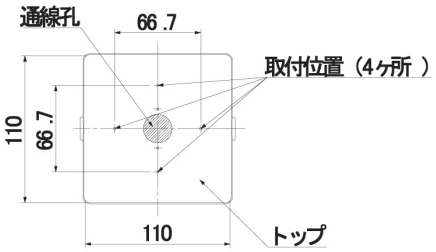

図８ 通線孔及び照明器具の取付け位置（トップ）
4. 照明器具の基台を、タッピンネジ（4×20）を用いてトップにネジ締め固定する。（図８参照）